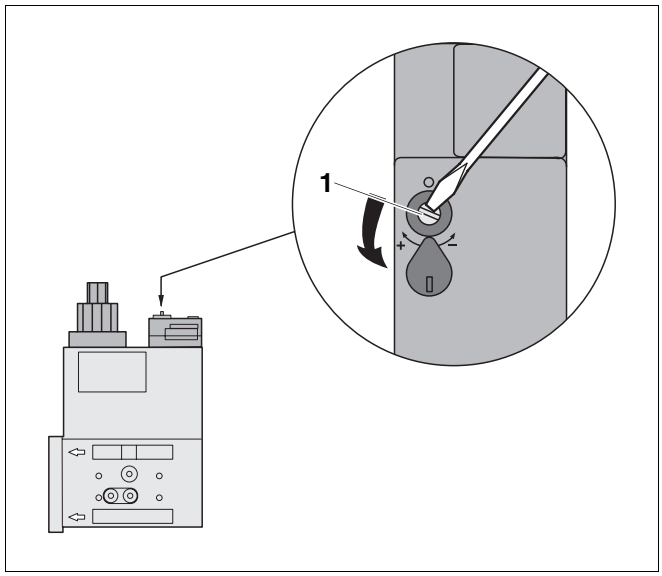

Afb. 31 Instellen van de streefwaarde
- Schuif de kunststofafdekking aan de kant en draai de eronder liggende instelschroef (afb. 31, **pos. 1**) met behulp van een schroevendraaier naar links of rechts.